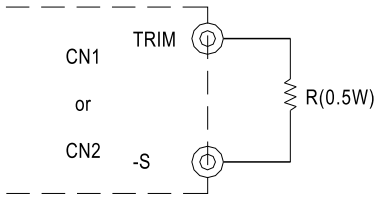

Fig. 3.2 Output voltage trimming
(2)Connecting a resistor externally between TRIM and-S on CN1 or CN2 that is shown in Fig. 3.2.